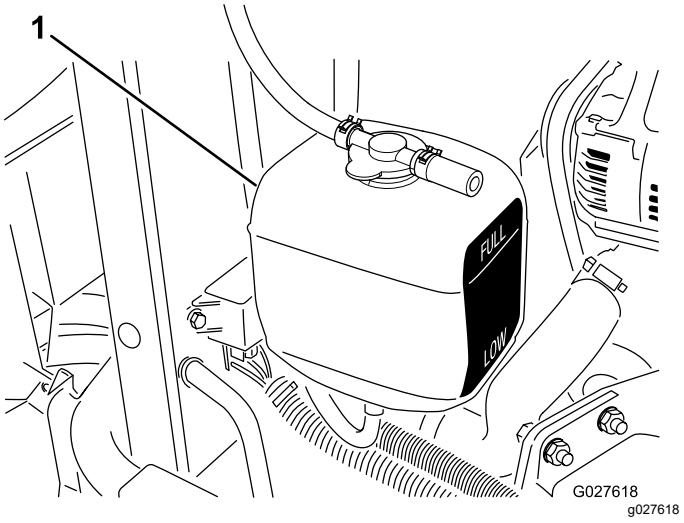

**Figur 73**
3. Kontrollera kylvätskenivån i expansionstanken (Figur 73).